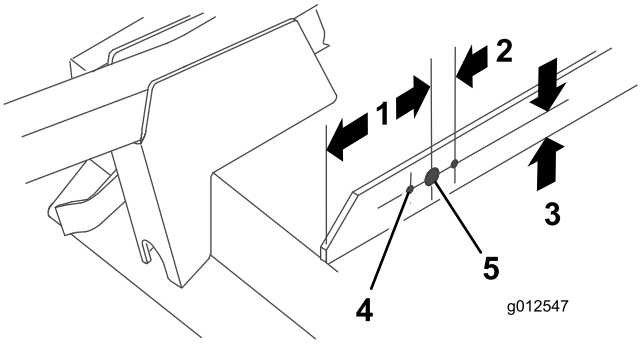

Figur 19
2. Använd måtten som visas i Figur 19 och märk ut och borra ett hål som är 13/16 tum i diameter, och två hål som är 13/32 tum i diameter, i höger bryggskena.